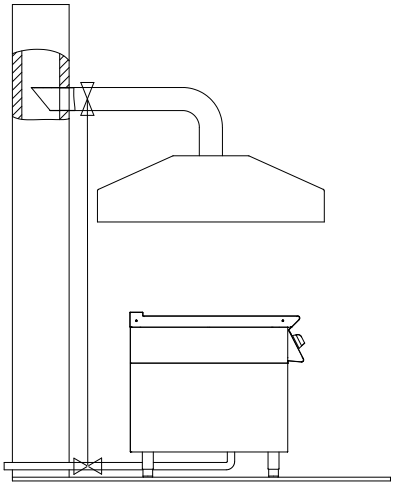

Fig. 4
- la parte terminale del condotto di evacuazione dell'apparecchiatura deve essere posta all'interno della proiezione del perimetro di base della cappa (**Fig.4**).